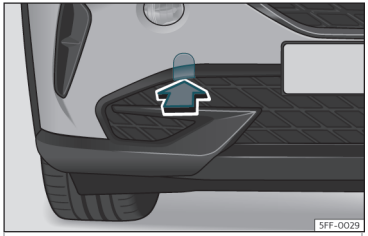

Fig. 43 En el lado derecho del paragolpes delantero: retirar la tapa.
El alojamiento de la argolla de remolque enroscable se encuentra en el lado derecho del paragolpes delantero detrás de una tapa ››› **fig. 43**.
- Retire la tapa haciendo presión en la zona inferior de la misma y déjela colgando del vehículo››› **fig. 43**.